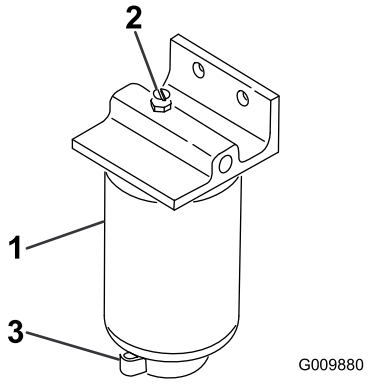

Figur 63
2. Løsne tappeventilen på bunnen av filterboksen (Figur 63).
1. Rengjør området der filterboksen skal festes (Figur 63).